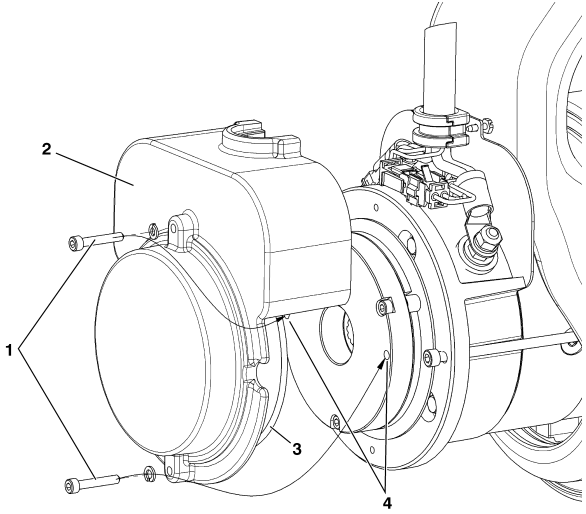

Figur 4-3. Manuel frakobling
3. Fjern de **to dækselbolte (1), dækslet (2) og dækslets O-ringspakning (3)** fra bagsiden af drivmotorenheden.
4. Sæt **dækselboltene (1)** ind i de **to frakoblingshuller i bremsehuset (4)**, se emne 4 i Figur 4-3., Manuel frakobling.
7. Når bugseringen er gennemført, lægges klodserne bag hjulene, og **dækselboltene (1) fjernes** fra **frakoblingshullerne (4)**.
8. Sæt **dækslet (2)** på igen. Check **dækslets O-ringspakning (3)** for defekter inden installationen og udskift efter behov.